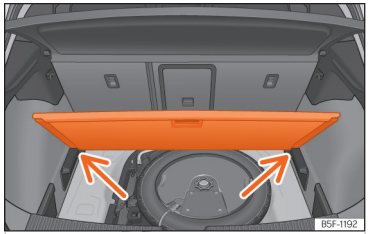

Abb. 189 Variabler Gepäckraumboden: geneigte Stellung.
- Legen Sie den Gepäckraumboden auf die dafür vorgesehenen Aufnahmen ››› (Abb. 189) (Pfeile).